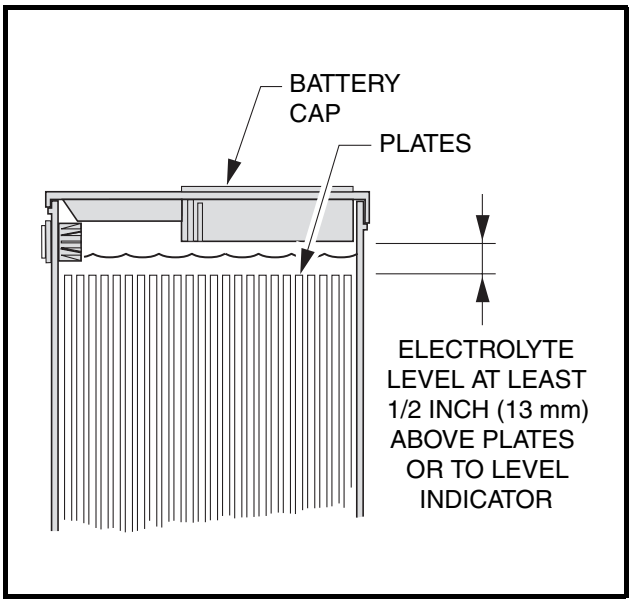

Figure 11-9 Battery Electrolyte Level
1. Be sure that the battery has sufficient water to cover the plates by approximately 1/2 inch (12.7 mm) and is fully charged prior to beginning the test. If water must be added, recharge the battery before performing the hydrometer test **(Figure 11-9, Page 11-16)**.